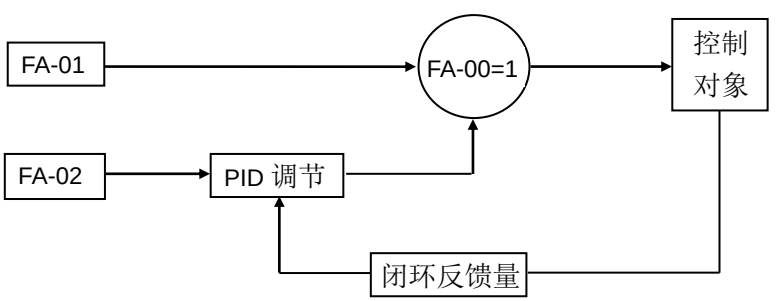

图 6-36 开环给定+PID 运行
- 当 FA-00=1 时，开环给定+PID 运行，如图 6-36 所示：